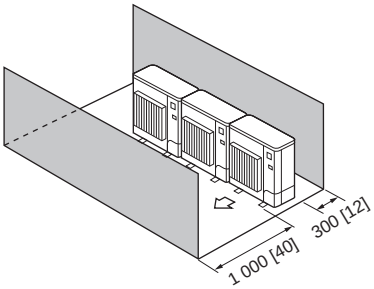

Fig. 2-15
4. Obstacles uniquement à l'avant et à l'arrière (Fig. 2-15)